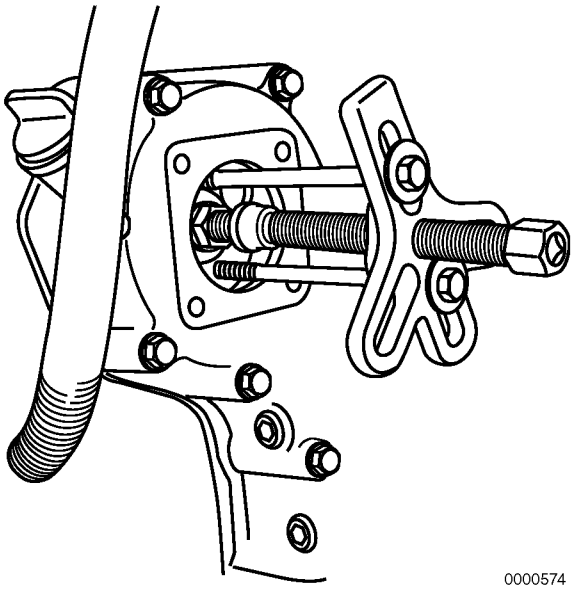

Figure 7-17
20. Remove the pump drive gear and hub as an assembly using an appropriate two-bolt gear puller **(Figure 7-17).**